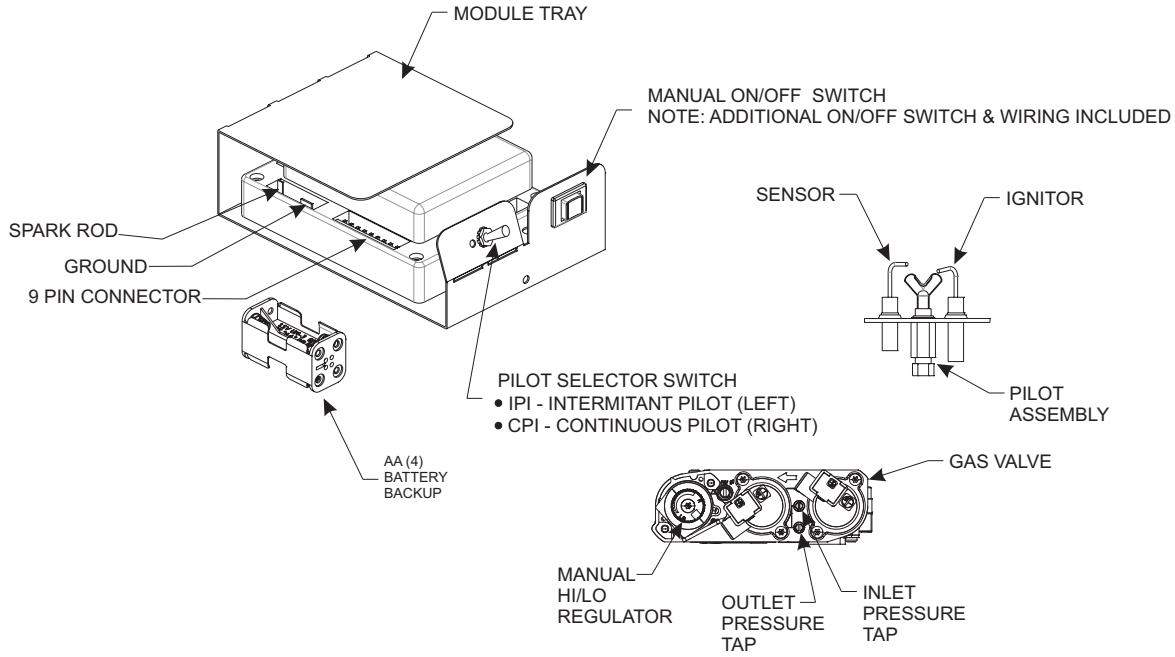

Figure 75
NOTICE: A small toggle switch on the front of the module tray that is used to switch from IPI (left) to the CPI (right). **See Figure 75.**
3. The gas valve has inlet and outlet pressure taps as shown in **Figure 75.** Refer to pages 8 and 17 for gas pressure requirements.
NOTICE: The gas control has a manual HI/LO flame adjustment knob (regulator) that allows you to increase or decrease the height of the burner flame. **See Figure 75.** Rotate the HI/LO knob counterclockwise to “HI” to increase the flame height, and clockwise to “LO” to decrease the flame height.
To connect the remote receiver to the appliance, first disconnect the ON/OFF switch wires from the white and green wire connectors and connect the wires from the remote receiver to the green and white wire connectors. **See Figure 75.**